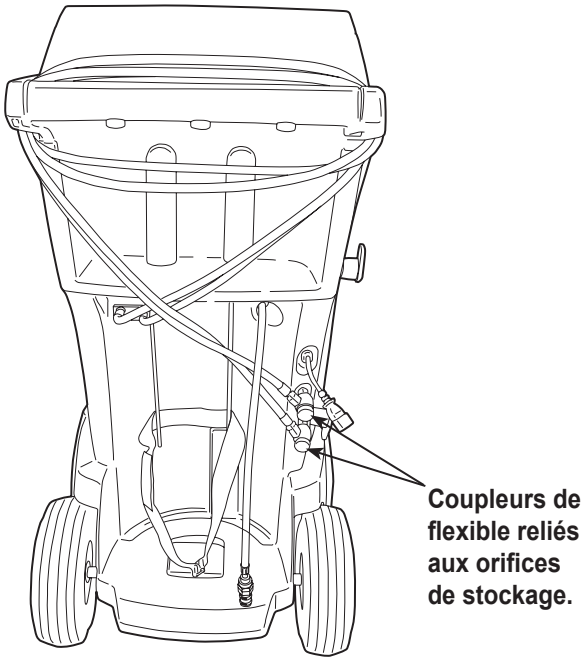

Figure 12
2. Faites passer deux fois les tuyaux de service autour de la poignée et attachez-les aux orifices de stockage. Reportez-vous à la Figure 12.